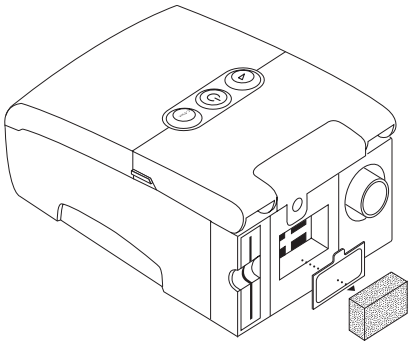

**FIGURE 7–1 REMOVING THE FILTERS**
2. Remove the filter(s) from the enclosure by gently squeezing the filter in the center and pulling it away from the device, as shown in Figure 7–1.